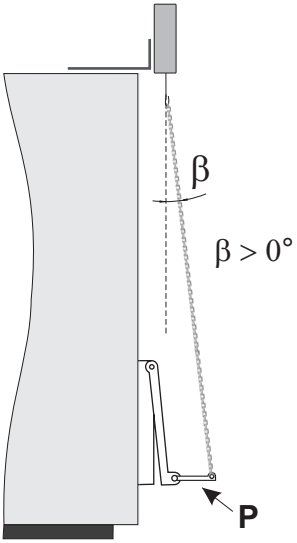

Abb. 5
Wenn der Winkel β (Abb. 5) zu klein ist, kann das zu einer Erhöhung der erforderlichen Kraft zum Öffnen der Klappe und im Endeffekt zur Einstellung des Betriebs des Steuergerätemotors und Anzeige der Meldung **“Er”** führen. Um dem vorzubeugen, und den korrekten Betrieb des Steuergerätemotors zu gewährleisten, ist zusätzlich der an der Kesseltür montierte **“P”** Hebel zu verwenden. Oder das Steuergerät über die Kesselmaße hervorzuschieben.Der Hebel wird vom Installationsunternehmen ausgeführt.
- Winkel α und β zwischen Kette und Kessel prüfen (siehe Abb. 4 S. 6 und Abb. 5 S. 7). Wenn diese von den empfohlenen Werten abweichen, kann dies zu einer Erhöhung der erforderlichen Kraft zum Öffnen der Klappe und Erscheinen des Symbols “EO” am Display führen. Es wird empfohlen, das Steuergerät über die Maße des Ofens hervorzuschieben oder einen zusätzlichen Hebel für die Kesseltür anzuwenden.